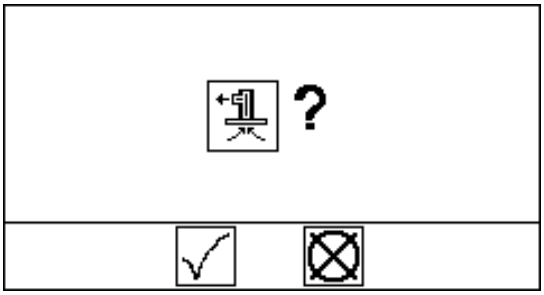

FIG. 12: Prime Confirmation
4. Press the Pump Prime key . The display prompts the operator to confirm. See FIG. 12. Select to begin prime.